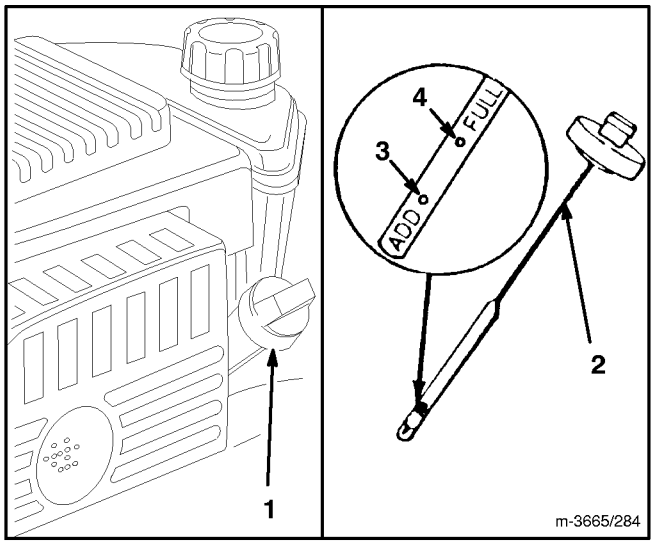

Figure 9
Fill crankcase with SAE 30 or 10W30 oil until oil level reaches FULL mark on dipstick as shown in Figure 9. The maximum crankcase capacity is 22 ounces (0.65 liters) of oil. Use any high quality detergent oil having the American Petroleum Institute (API) "service classification" — SF, SG, SH or SJ.
Before each use, ensure oil level is between ADD and FULL marks (Fig. 9). Add oil if level is low.
3. Wipe dipstick and insert it into filler neck. Rotate cap 1/4 turn. Then remove dipstick and check level of oil (Fig. 9). If level is low, add only enough oil to raise level to FULL mark on dipstick. **DO NOT FILL ABOVE FULL MARK BECAUSE ENGINE COULD BE DAMAGED WHEN STARTED. POUR OIL SLOWLY.**
1. CHECK OIL LEVEL—Maintain oil level between ADD and FULL range as shown on dipstick (Fig. 9).